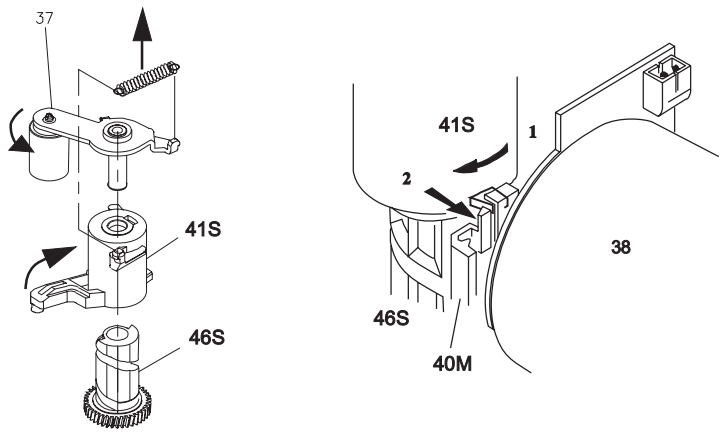

Fig. 18
– Feder der Andruckrolle aushaken und entfernen (Fig. 18).
– Führung (Pos. 41S) aus der Nut des Fädelmotorhalters (Pos. 40) aushaken und so weit im Uhrzeigersinn verdrehen, bis die Andruckrolle und die Führung (Pos. 41S) entriegelt und abgenommen werden können (Fig. 18).
– Unhook and remove the pressure roller spring (Fig. 18).
– Release the pressure roller guide (pos. 41S) from the guide in the threading motor holder (Pos. 40) and turn the pressure roller guide assembly clockwise until the pressure roller and the guide (Pos. 41S) can be released and removed (Fig. 18).